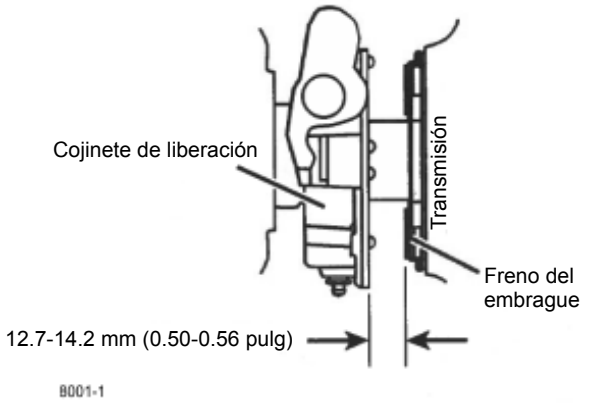

FIGURA 7-30
3. Revise visualmente la carrera del cojinete de desembrague después de aplicar el pedal varias veces. Mida la distancia entre el cojinete de liberación y el freno de embrague. La distancia correcta debe ser de 12.7-14.2 mm (0.500-0.560 pulg) (Figura 7-30).